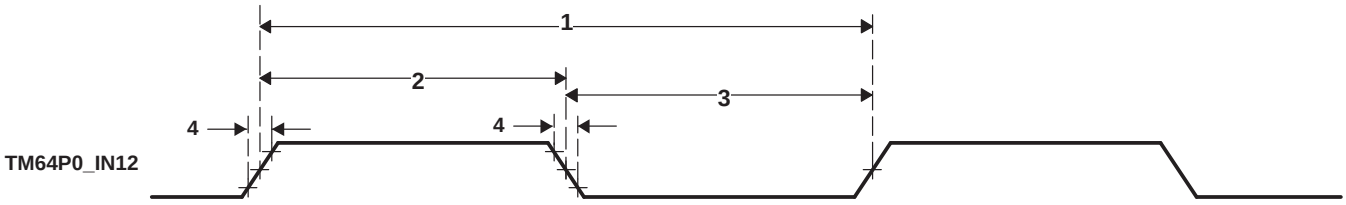

Figure 6-68. Timer Timing
Table 6-117. Timing Requirements for Timer Input(1) (2) (see Figure 6-68)